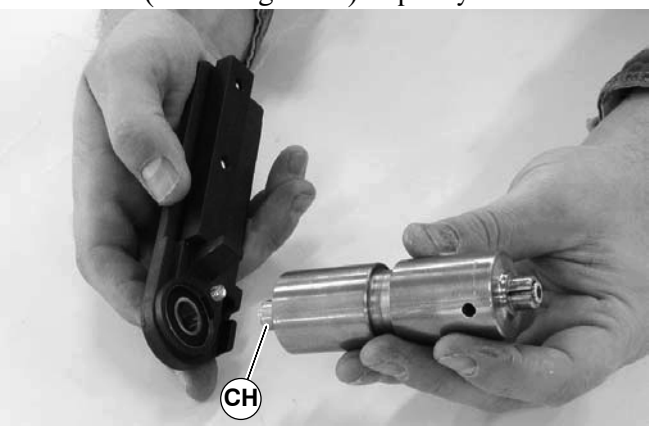

Figure 55
2. With bearing installed in head plate, press bearing on to shaft (CH of Figure 55) of pulley.